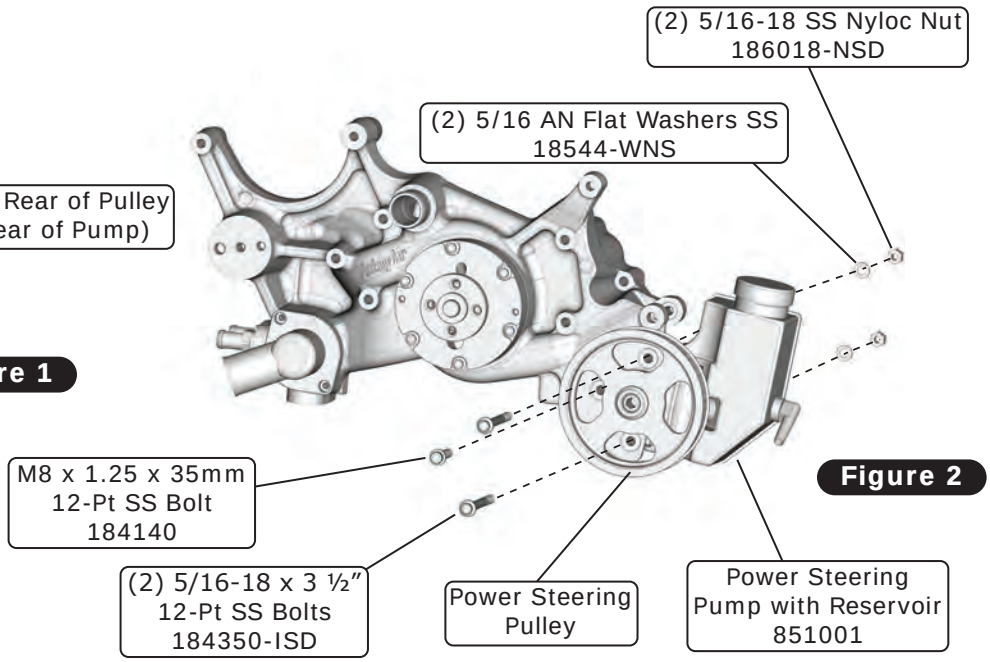

Figure 2
2. With pump body located behind main casting, align mounting holes of pump and casting and secure top and bottom holes with 5/16-18 x 3 ½″ 12-Pt SS bolts, washers and lock nuts as shown in Figure 2, below, torqued to 22 lb-ft.